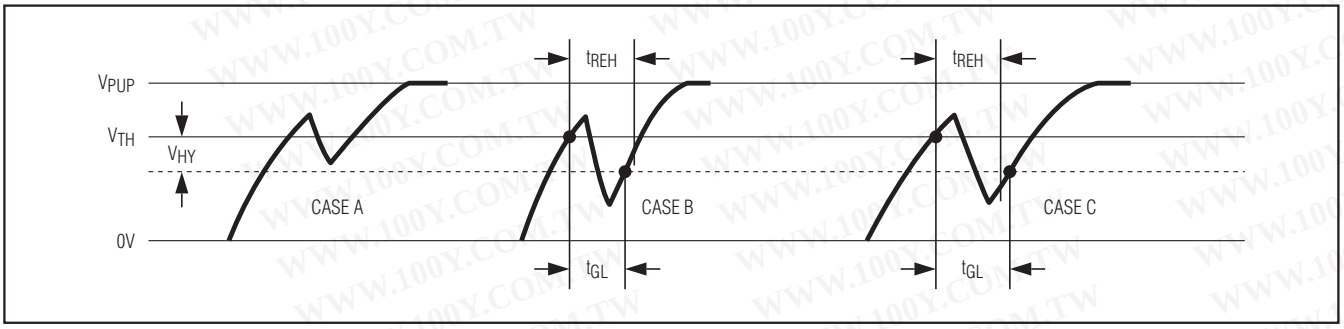

*Figure 12. Noise Suppression Scheme*
2) There is a hysteresis at the low-to-high switching threshold $V_{TH}$. If a negative glitch crosses $V_{TH}$ but does not go below $V_{TH}$ - $V_{HY}$, it is not recognized (Figure 12, Case A). The hysteresis is effective at any 1-Wire speed.
3) There is a time window specified by the rising edge hold-off time $t_{REH}$ during which glitches are ignored, even if they extend below the $V_{TH}$ - $V_{HY}$ threshold (Figure 12, Case B, $t_{GL} < t_{REH}$). Deep voltage drops or glitches that appear late after crossing the $V_{TH}$ threshold and extend beyond the $t_{REH}$ window cannot be filtered out and are taken as the beginning of a new time slot (Figure 12, Case C, $t_{GL} \geq t_{REH}$).